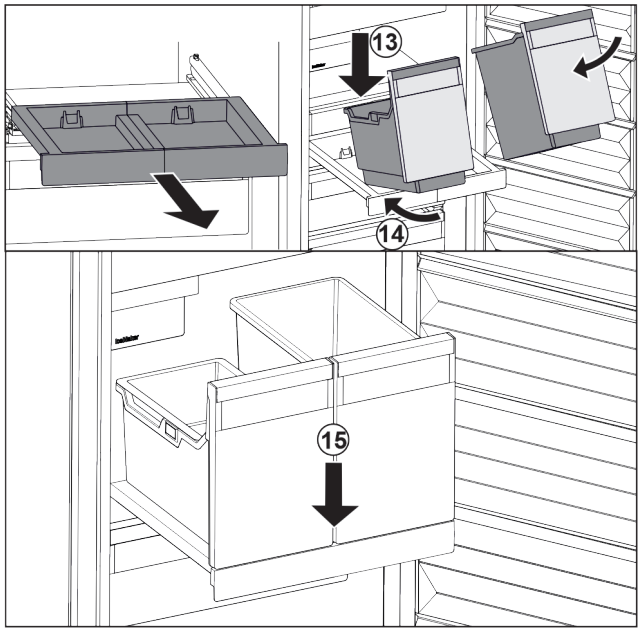

Fig. 175
▶ Helyezze ferdén a kihúzható rácsra a tárolókat. *Fig. 175 (13)*
▶ Tolja be ferdén hátra a tárolókat. *Fig. 175 (14)*
▶ Helyezze le a tárolók elejét. *Fig. 175 (15)*